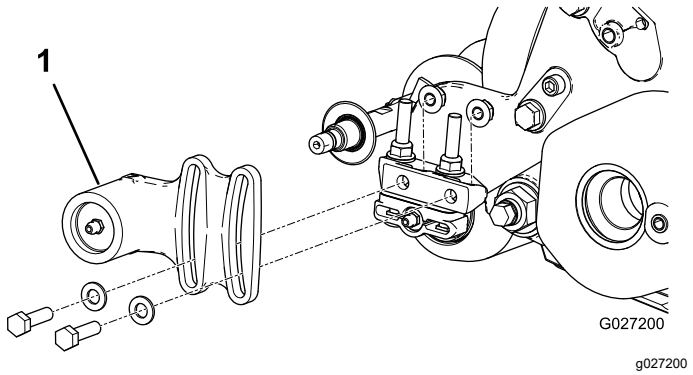
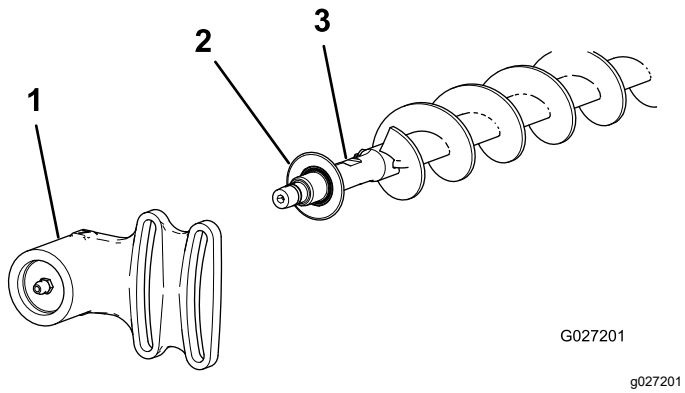

Figur 21
Figur 22
1. Hvis der monteres en rullebørste på klippeenheden, skal de 2 bolte, spændeskiver og møtrikker, der fastgør det ikke-drivende lejehus til lejehusets monteringsbeslag, fjernes (Figur 21 og Figur 22).
2. Skub det ikke-drivende lejehus og pakningen af børsteakslen (Figur 22).
9. Monter pakningen og det ikke-drivende lejehus på børsteakslen (Figur 22).